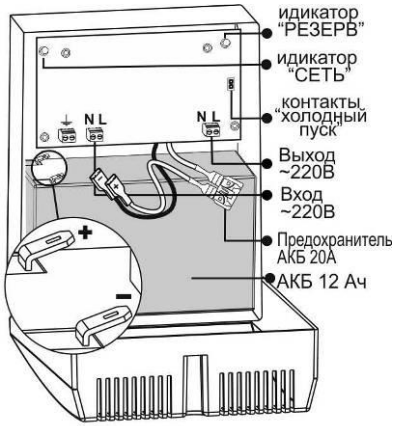

Рисунок 1 - Общий вид изделия.
При открытой крышке (см. рисунок 1) осуществляется доступ к печатной плате.
2. Чтобы полностью выключить изделие, необходимо отсоединить перемычку «АКБ+» от аккумуляторной батареи (см. рисунок 1).
1. Для этого необходимо, кратковременно замкнуть контакты «холодный пуск» (см. рисунок 1). Изделие перейдет в режим питания нагрузки от АКБ. Индикатор «РЕЗЕРВ» должен засветиться.